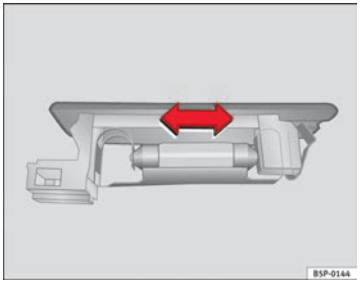

Fig. 197 Luggage compartment light
– Press the bulb sideways and remove it from its housing ⇒ fig. 197. ■